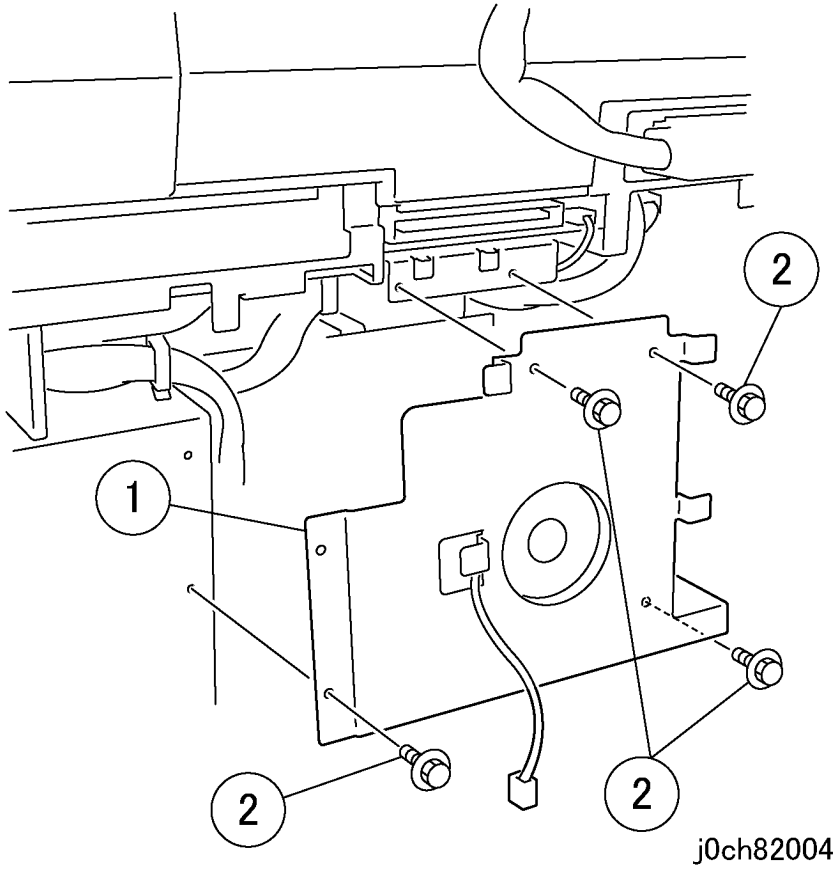

Рисунок 8 Установка кронштейна ADC (j0ch82004)
7. Установите кронштейн ADC (рисунок 8).